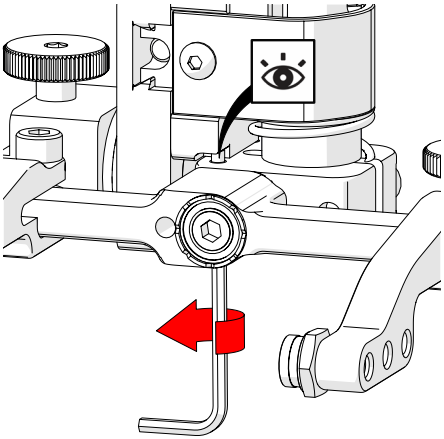

Fig. 136 - Raise opposite 90° stop post
8. Raise the stop post on the opposite side until the side of the post clearly contacts the 90° stop point on the probe holder's base *(Fig. 136)*.